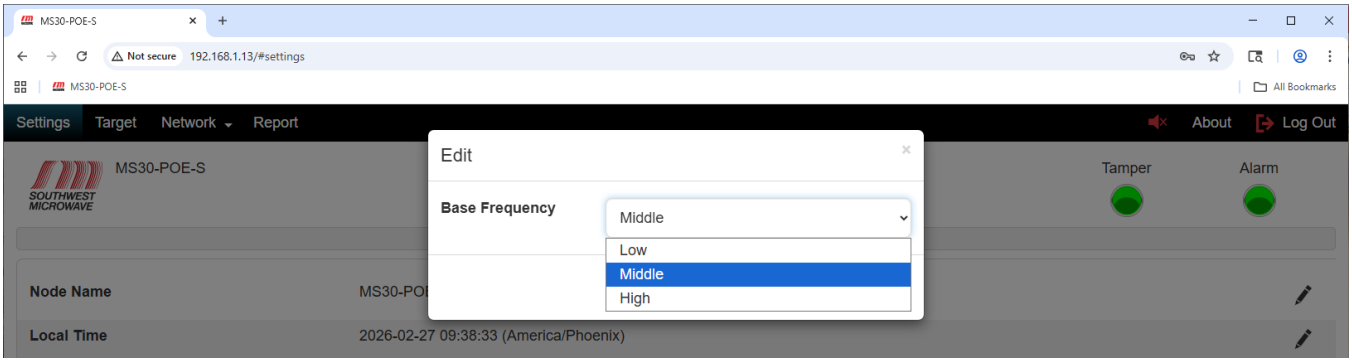

*Figure 9.4 – Base Frequency*
To edit the "Base Frequency" select the pencil icon at the end of the Base frequency field (far right on screen) to open the "Base Frequency Edit" dialog box. Select the pull-down menu to display the three (3) settings as shown in Figure 9.4. The selections are Low, Medium, and High. This selection is used when multiple units are used near each other or looking back at each other to minimize mutual interference. Medium is default. The low and high staggers the frequency below or above the medium.